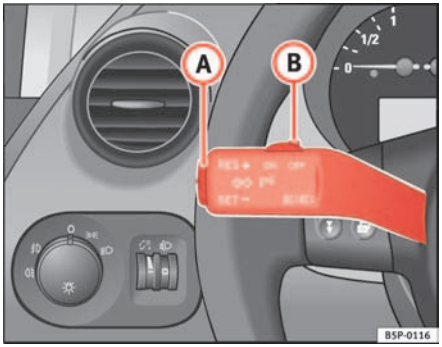

Fig. 143 Turn signal and main beam lever: switch and rocker switch for CCS
- when lever (B) is pressed towards **OFF** without needing to engage.
To resume the cruise control, release the brake or clutch pedal or reduce the vehicle speed to less than 180 km/h and press once on the upper part of the rocker switch **RES** ⇒ page 175, fig. 143 (A).